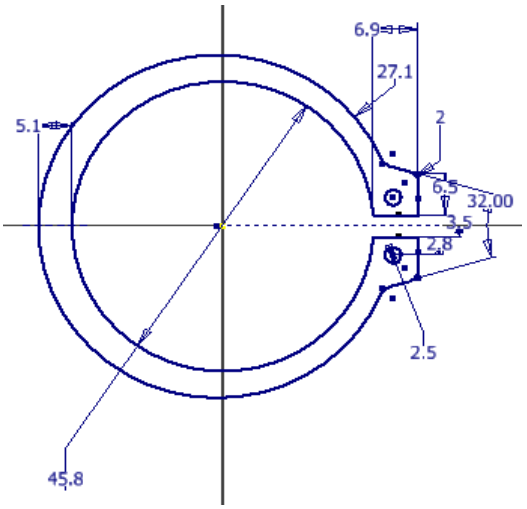

Figure 17-43 *Dimensions for circlip*
2. Draw the profile for creating a circlip and then apply dimensions to it, as shown in Figure 17-43.